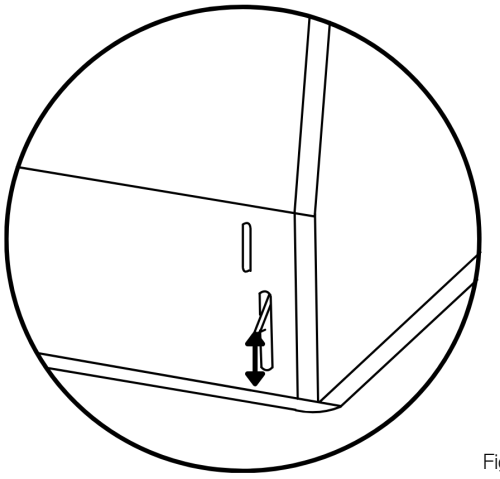

Fig.7
1. To install the appliance, adjust the position of the adjustable side-springs using the supplied screws (Fig7), according to the thickness of the board, in which the appliance will be fixed.